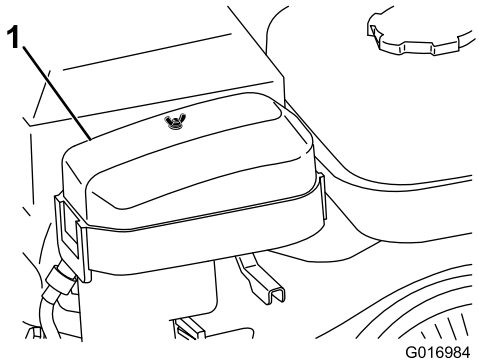

Rysunek 24
2. Usuń nakrętkę motylkową mocującą pokrywę filtra powietrza i zdejmij pokrywę (Rysunek 24).